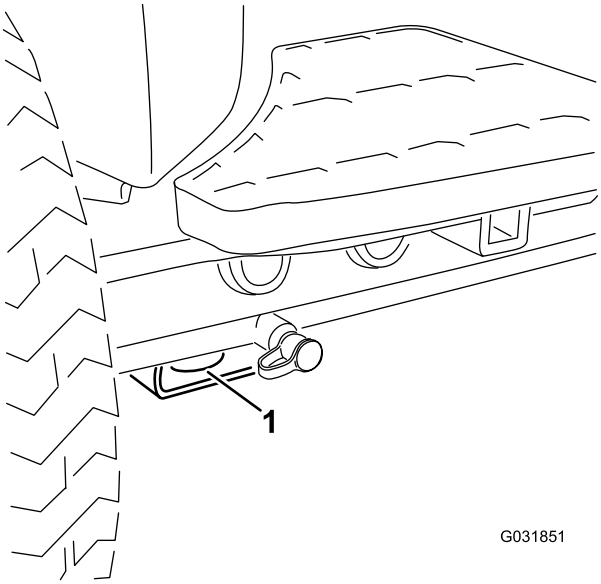
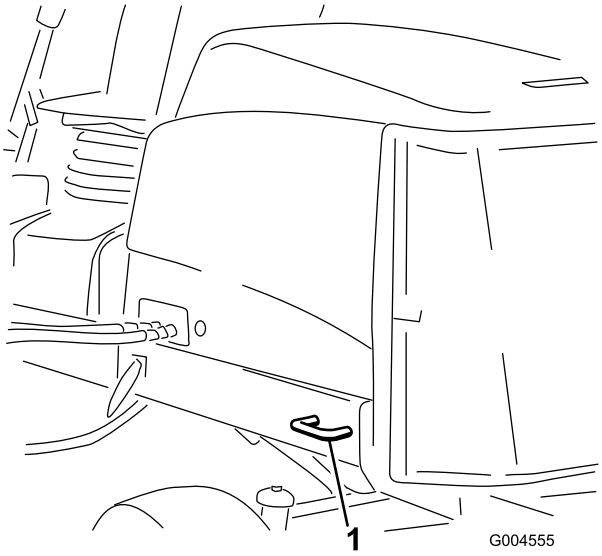

Figur 38
Figur 39
5. Bruk metallfestene på maskinen for å feste maskinen sikkert til tilhengeren eller lastebilen med stropper, kjettinger, vaier eller tau (Figur 38 og Figur 39).
- Foran – hullet i den rektangulær platen, under akselrøret, innenfor hver av de fremre festepunktene (Figur 38)
- Bak – på hver side av maskinen på den bakre rammen (Figur 39)